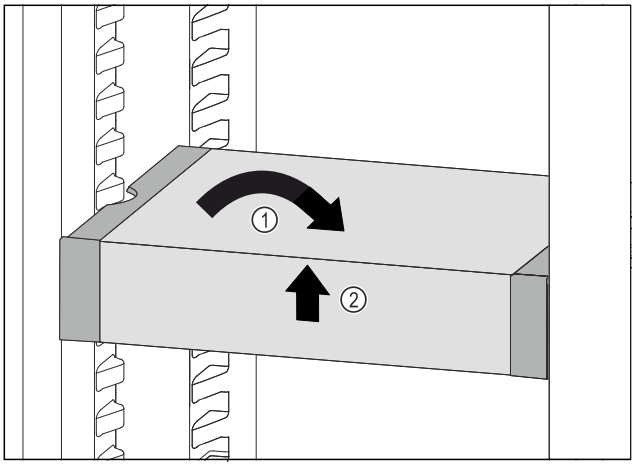

Fig. 164
▶ Poziționați drept VarioSafe. *Fig. 164 (1)*
▶ Ridicați în față VarioSafe. *Fig. 164 (2)*